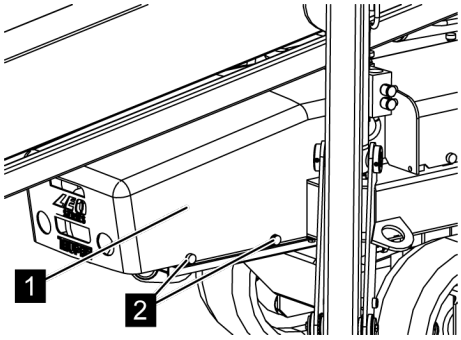

Fig. 111: Loosen the cover
3. *Unscrew all knurled thumb screws (*Fig. 111/*2) of the cover (*Fig. 111/*1) and remove the cover.*